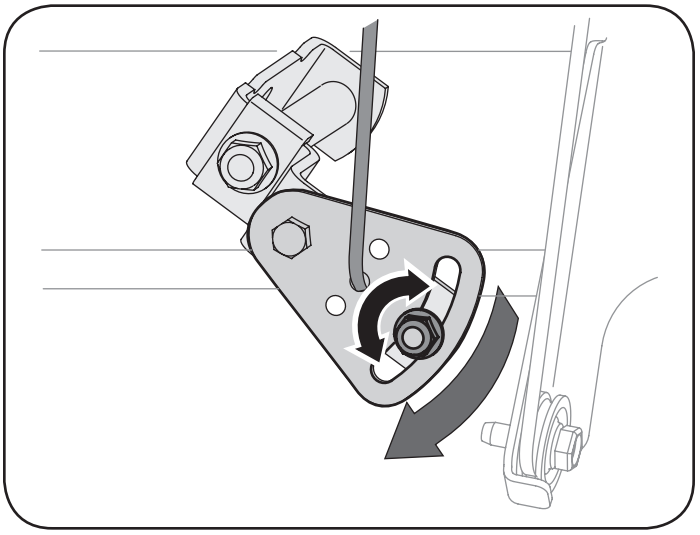

Figura 18
2. Afloje la tuerca hexagonal del soporte de posicionamiento del cable de cambios. Vea la figura 18.